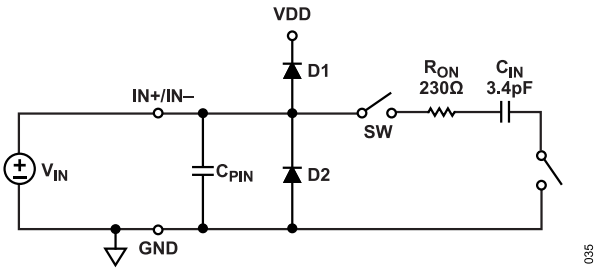

Figure 38. Equivalent Analog Input Circuit
Figure 38 shows an equivalent circuit for each of the AD4052/AD4058 analog inputs (IN+ and IN−). The analog inputs are modeled as a switched capacitive load. During the acquisition phase, the sampling switch (SW) connects each input pin to the 3.4 pF sampling capacitor (C_{IN}) in series with the 230 Ω switch on resistance (R_{ON}). During the conversion phase, SW disconnects to sample the voltages on the IN+ and IN− pins onto the sampling capacitors. D1 and D2 represent the ESD diodes from the IN+ and IN− pins to the VDD supply and GND, respectively. C_{PIN} represents the pin capacitance of each input pin to GND and is typically 2 pF.